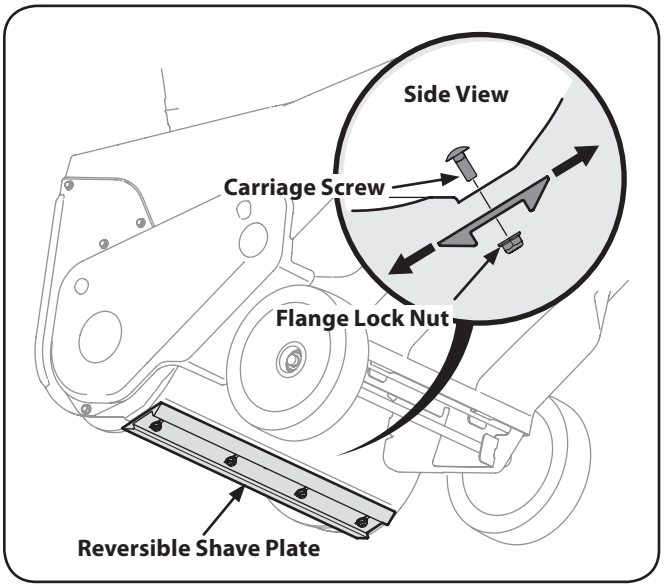

Figure 7-5
3. Remove the four carriage screws and flange lock nuts which attach it to the snow thrower housing. See Figure 7-5.